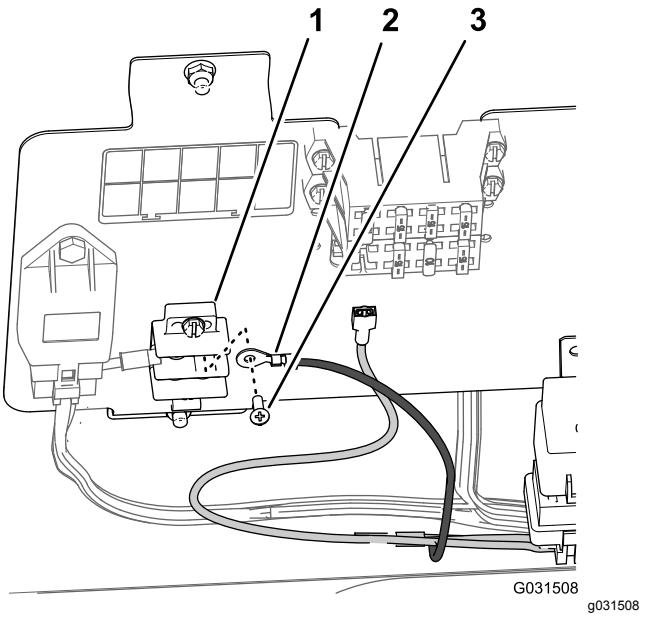

Figur 202
1. Ta bort en skruv från den jordade uttagsplinten (Figur 202).
2. Sätt fast ringkabelskon på finputsningssatsens kablage på den jordade uttagsplinten med den skruv som du tog bort i steg 1 (Figur 202).